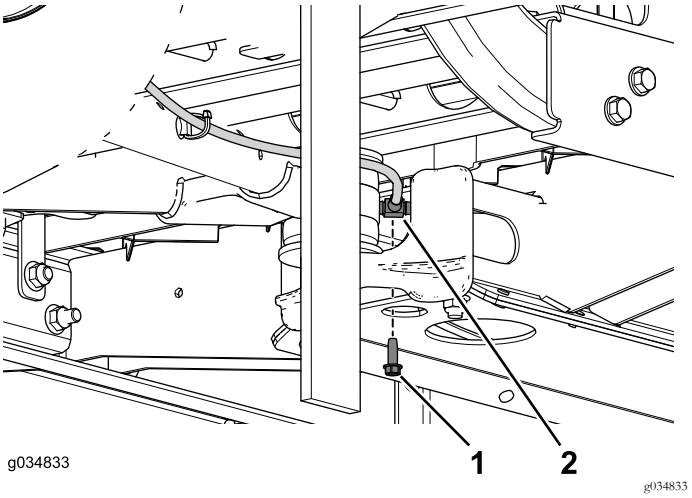

Figur 18
5. Afmonter den selvskærende skrue, der fastgør T-stykket på midterkanalen (Figur 18).